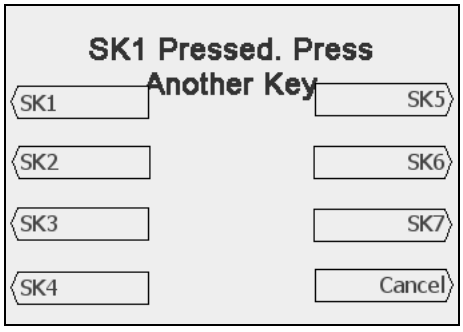

Figure 13-44 Softkey Test Screen - SoftKey #1 Pressed
3. Press each softkey to test. The screen will change after each key press indicating that the key is functioning. For example, the screen will appear as in Figure 13-44 after SoftKey #1 is pressed.